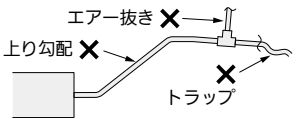

図15
- 接続部より上り勾配で配管しないでください。（ユニット停止時、ドレン水が逆流して水漏れの原因になります）（図15）
- エア抜き管は付けないでください。（ドレン水が吹き出ることがあります）（図15）
- 途中に立上げやトラップを作らないでください。（異常音の原因になります）（図15）